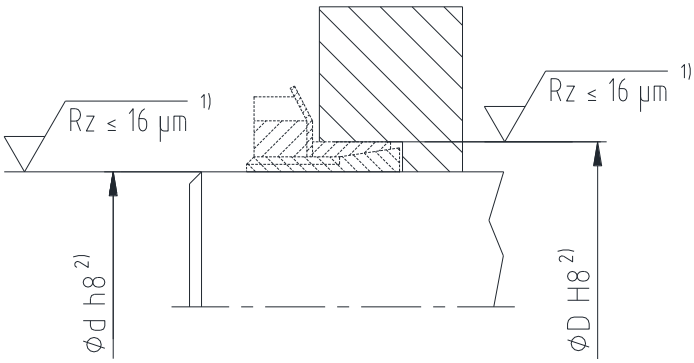

Bild 3: Toleranzen und Oberflächen (Beispiel: CLAMPEX® KTR 125)
- Prüfen Sie Wellen- und Nabensitz auf vorgeschriebene Toleranz (Bild 3).